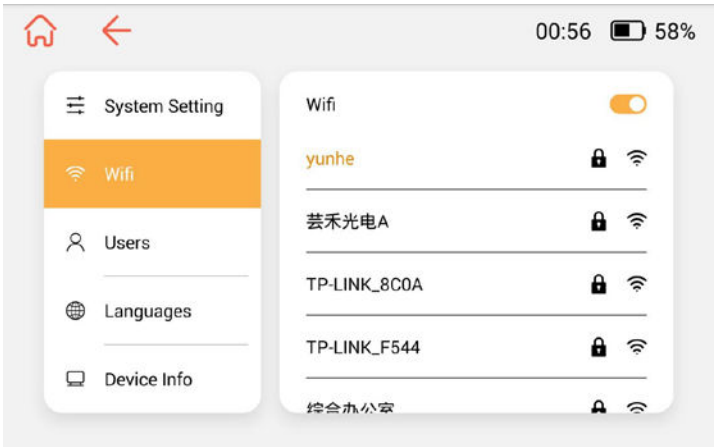

Рис. 7.2: Интерфейс подключения Wi-Fi
7.2 WIFI: интерфейс подключения Wi-Fi, нажмите «WIFI», нажмите «ON» (ВКЛ), возможна установка беспроводного сетевого подключения, при включенной функции можно искать разные варианты подключения Wi-Fi. Введите пароль для подключения к Wi-Fi, пароль будет запомнен системой, нажмите и удерживайте, чтобы стереть пароль. (Рис. 7.2)